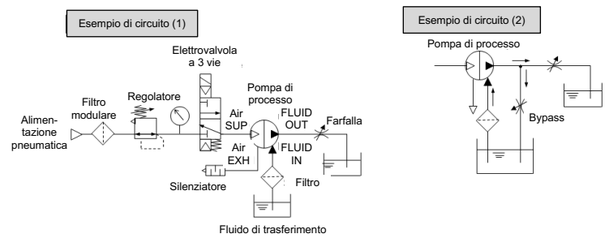

Fig. 2 Esempi di circuiti ad azionamento automatico
Vedere [Fig. 2] per gli esempi di circuiti.
<**Avvio e arresto**> Vedere esempio di circuito (1) [Fig. 2].
1. Per regolare la portata in scarico <FLUID OUT>, utilizzare la farfalla collegata al lato di scarico. Fare riferimento all'esempio di circuito (1) [Fig. 2].
2. Quando si utilizza una portata di scarico inferiore al campo di specifica, prevedere un -circuito di by-pass dal lato di scarico a quello di aspirazione per garantire la portata minima all'interno della pompa di processo. Con una portata di scarico inferiore alla portata minima, la pompa di processo potrebbe arrestarsi a causa di un funzionamento instabile. Fare riferimento all'esempio di circuito (2) [Fig. 2] (Portate minime: 55-PA3##0 – 1 l/min, 55-PA5##0 – 5 l/min).